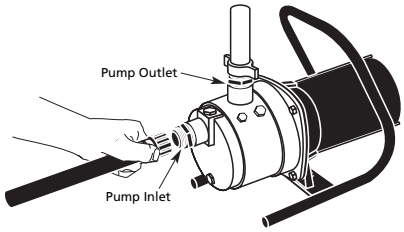

Figure 1 IL0455
4. Connect inlet pipe or hose to pump. The inlet connection is designed for 1" NPT thread. Rigid pipe such as PVC will work fine for inlet and outlet pipe. (Reminder: Minimize length of pipe and number of fittings.) An adapter for garden hose is included (see Figure 1).
7. Connect outlet pipe or hose to pump. The outlet connection is designed for 1" NPT thread. Rigid pipe such as PVC or garden hose may be used. An adapter to garden hose thread is included (Figure 1).
1. Connect inlet pipe or hose to pump. An adapter to garden hose thread is included (Figure 1).